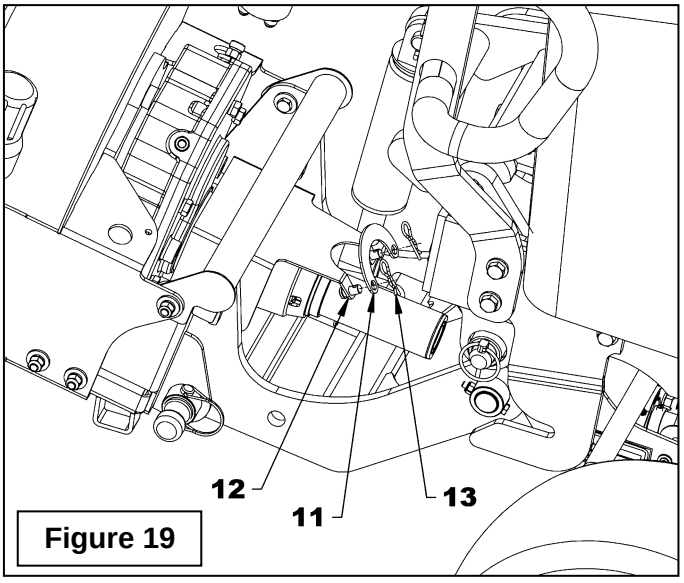

Figure 19
Figure 19: Remove the "U" support (item 11) holding the snowblower half driveline and attach it to the welded pins (item 12) in the opposite direction (upwards) with the two 2.5mm x 40mm hairpins (item 13).